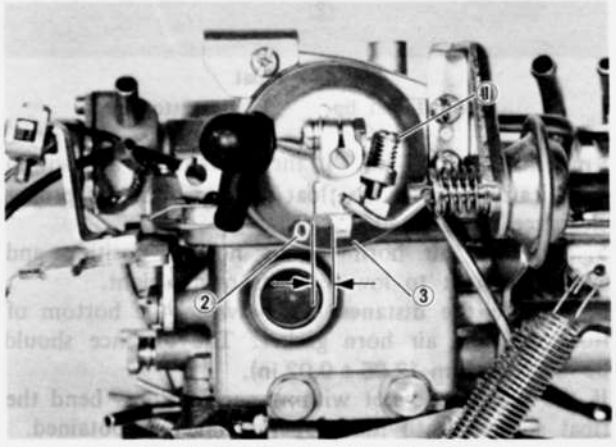

Fig. 4–9 Adjusting bimetal spring
7. Measure the temperature around the bimetal and compare with the specifications shown in Fig. 4–11.